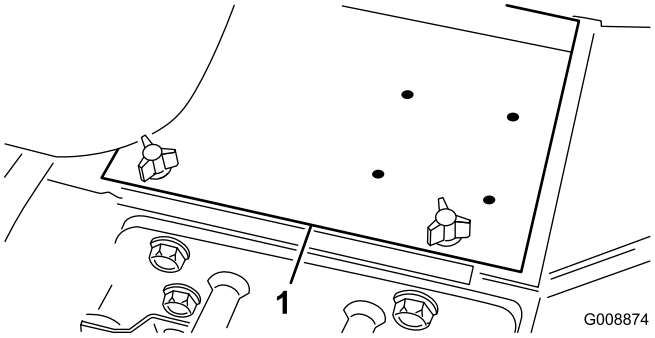

**Figur 4**
3. Fjern batteridækslet (Figur 4).